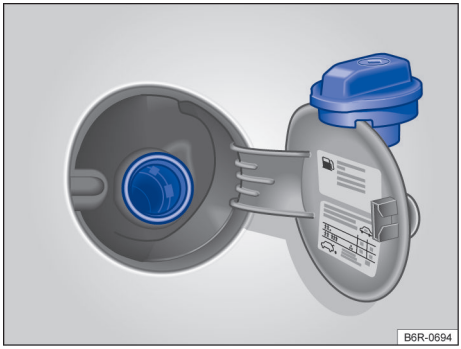

Fig. 100 Portinhola do tanque de combustível aberta com a tampa do tanque de combustível pendurada.
– Girar a tampa do tanque no sentido anti-horário e pendurá-la em cima da portinhola do tanque de combustível → Fig. 100.